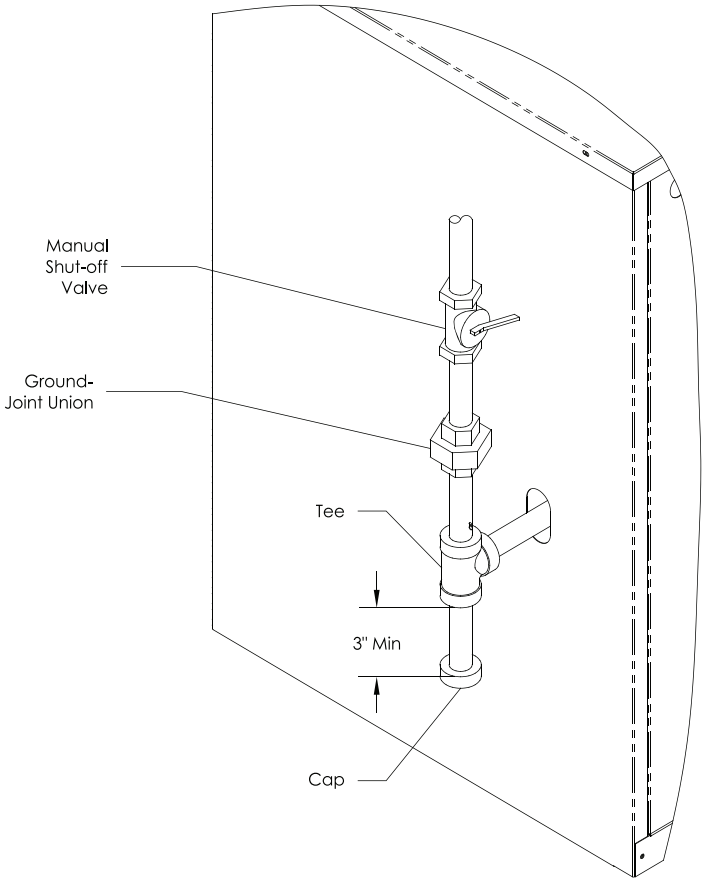

Figure 7-2: Pilot and Gas Piping
3. Install sediment trap, ground-joint union and manual shut-off valve upstream of boiler gas control valve. See Figure 7-2 (within 6 ft of boiler).